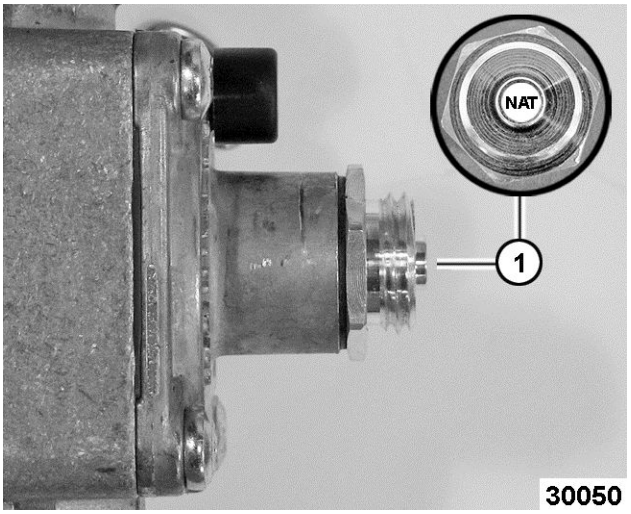

Fig. 69
- If the incoming pressure to the valve is between 6” WC and 14” for Natural gas and the manifold pressure is not maintaining 5” WC, and the cap (1, Fig. 69) is correctly positioned, replace the valve.
1, Fig. 69	Cap position for natural gas (stamped NAT).